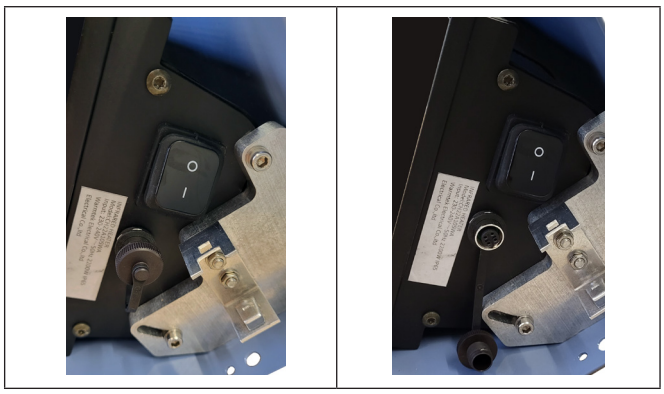

Abb. 4 WAREMA Design Heizstrahler Schutzkappe geschlossen, WAREMA Design Heizstrahler Schutzkappe offen
- Drehen Sie die Schutzkappe am WAREMA Design Heizstrahler ab (Abb. 4).